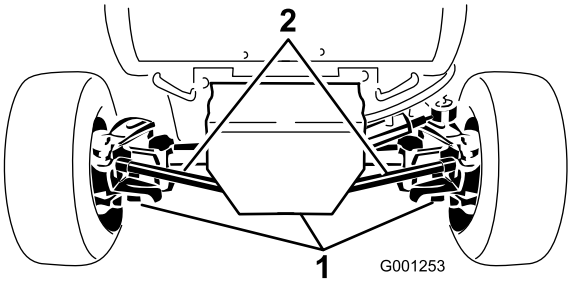

**Figur 54**
2. Gör rent runt de tre avtappningspluggarna, en på varje ände och en i mitten (Figur 54).